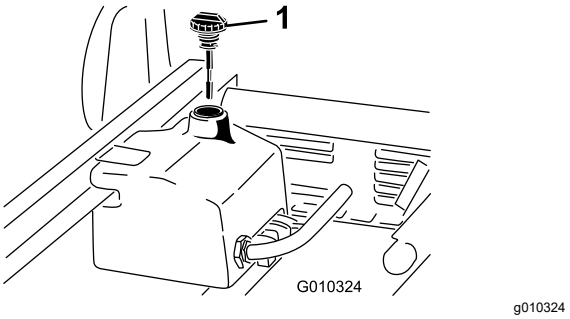

**Figur 20**
1. Gör rent omkring påfyllningsröret och hydraultanklocket (Figur 20).
3. Ta ut oljestickan (Figur 20) ur påfyllningsröret och torka av den med en ren trasa.